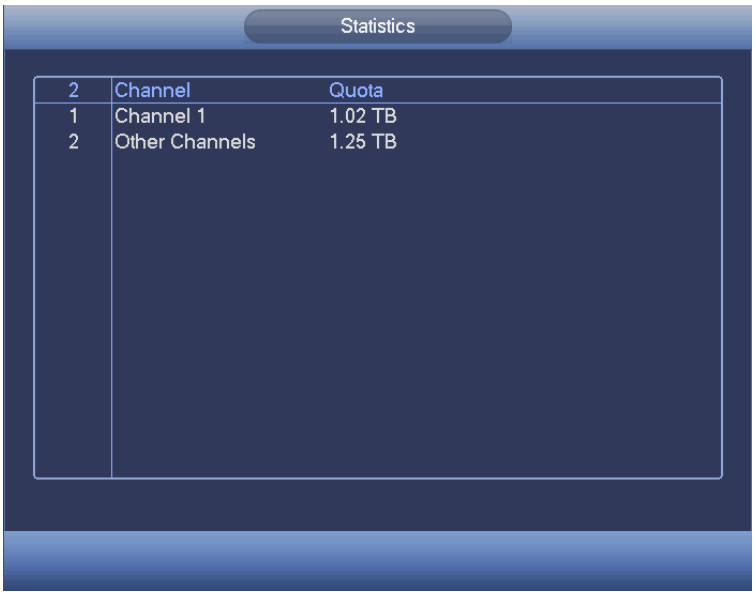

Figure 4-190
Step 4 Click Statistics to view HDD capacity you set for each channel. See Figure 4-190.